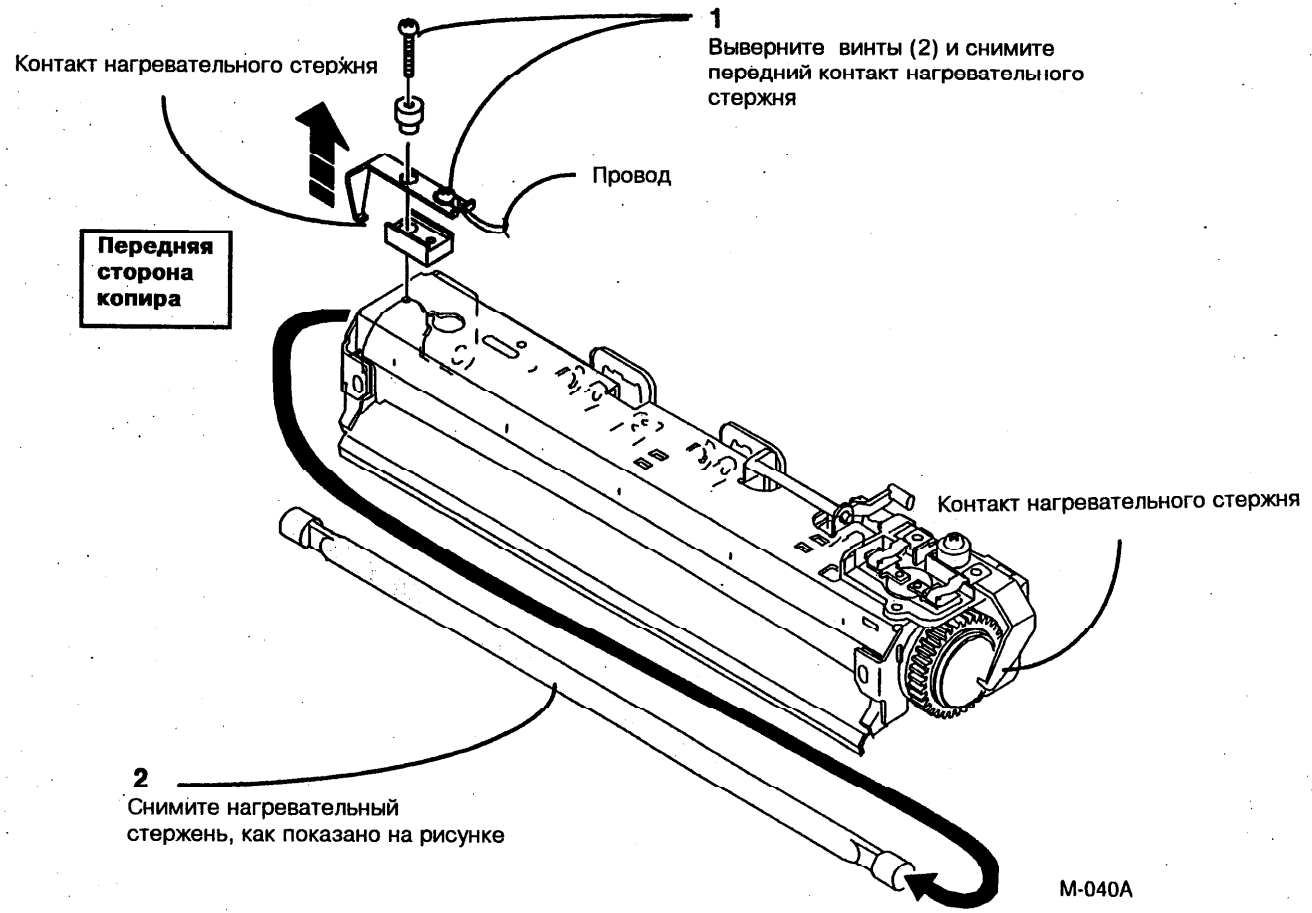

Рис. 1. Снятие нагревательного стержня
2. (Рис.1): Снимите нагревательный стержень.